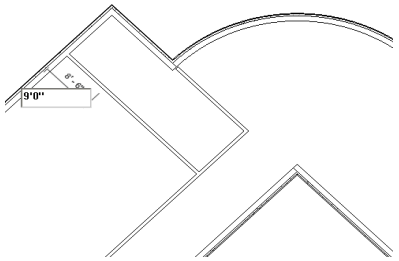

Figure 3-73 *Specifying the distance of the fourth interior wall*
8. Create the next wall by moving the cursor away from the specified point. Next, move it downward toward the right. When the temporary dimension appears, enter the value **9'(2743 mm)** and press ENTER to start the wall, as shown in Figure 3-73.